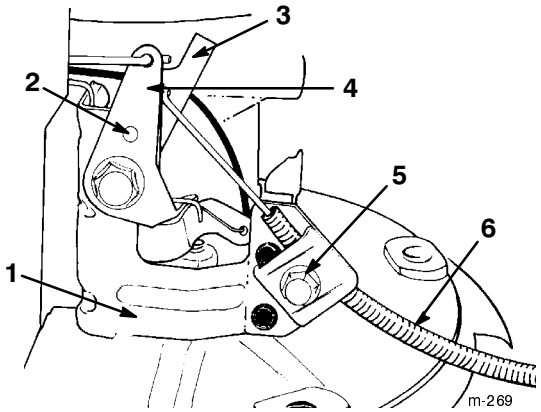

Figure 32
4. Loosen the cable clamp screw until the throttle cable slides (Fig. 32).
5. Ensure that the holes in the throttle bracket and the choke lever are aligned (Fig. 32). If not, follow the adjustment procedure in steps 6 through 9.
6. Insert a small-diameter pin into the aligned holes to hold the adjustment (Fig. 32).
7. Push the throttle cable until the throttle lever contacts the choke lever (Fig. 32).
8. Tighten cable clamp screw (Fig. 32).